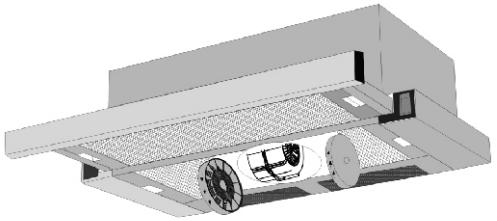

рис. 8
- установите два угольных фильтра см. табл.1 и (рис.8), предварительно удалив с них упаковочную пленку;
Угольные фильтры устанавливаются на защитные решетки корпуса вентилятора, путем легкого нажатия и поворота (рис. 8).